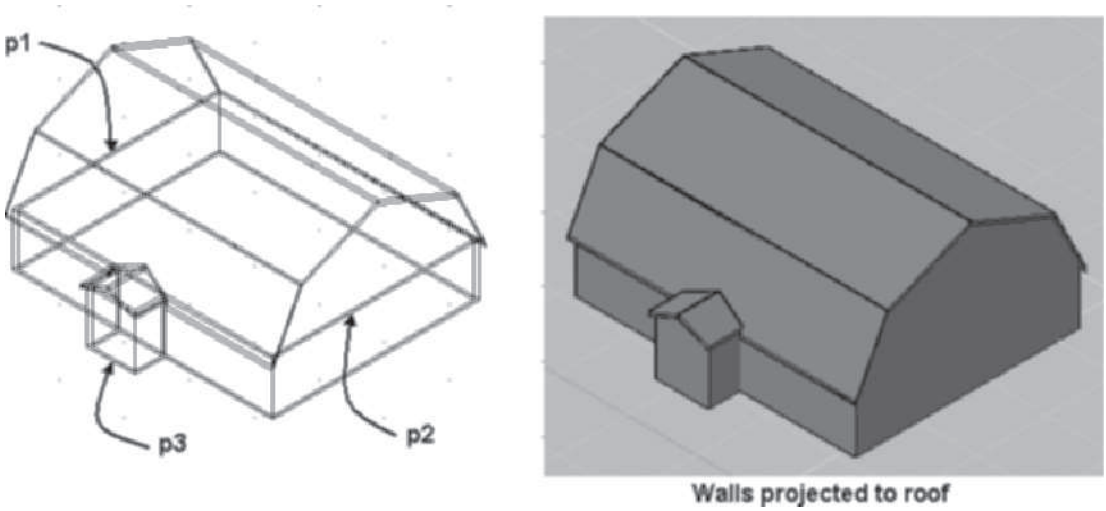

FIGURE 7.23 *Extending walls to roof*
18. In this step, the walls are projected to the roof. Select the walls at **p1**, **p2**, and **p3** as shown at the left in Figure 7.23. Choose **Modify Roof Line** from the Roof/Floor Line flyout of the Modify panel in the Wall contextual menu. Respond to the command line prompts as shown below:
19. Select the View tab. Choose **Conceptual** from the **Visual Styles** flyout menu of the **Visual Styles** panel to view the walls extended as shown at the right in Figure 7.23.